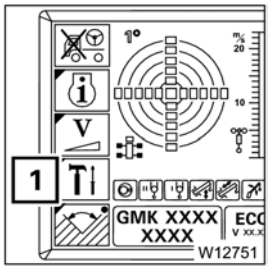
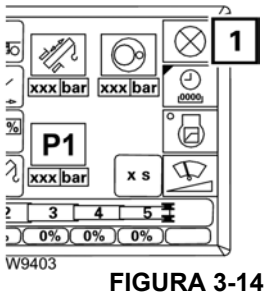

FIGURA 3-13
FIGURA 3-14
1. Se necessário, no mostrador do ECOS, abra o menu principal e pressione o botão F4 (1) (Figura 3-13). O submenu de configurações (Figura 3-14) se abre.
2. Pressione o botão F5 (1) (Figura 3-14).